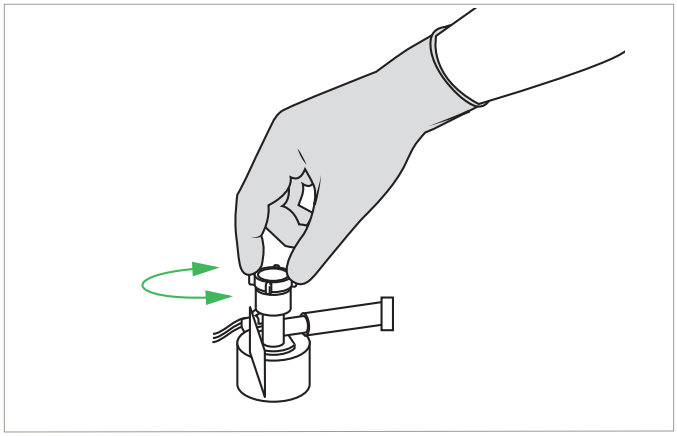

Abbildung 58
13. Stellen Sie gegebenenfalls den Saugkopf mit der Hand ein, um das richtige Mischungsverhältnis zu erzielen. Siehe Abbildung 58.